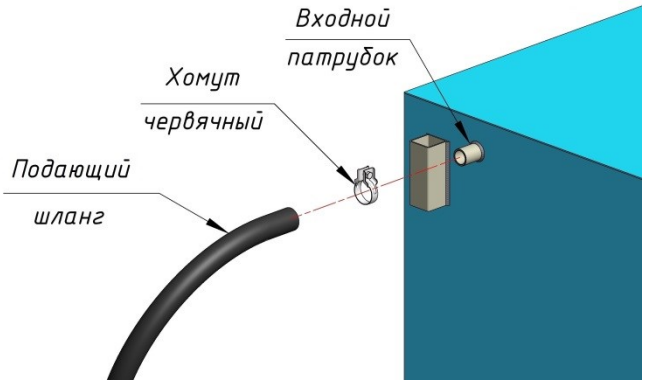

Рисунок 3
4.4. Свободный конец подающего шланга, идущего от погружного насоса, необходимо соединить с входным патрубком водяного отсека корпуса ПМК и крепко затянуть с помощью червячного хомута (смотри рис. 3).